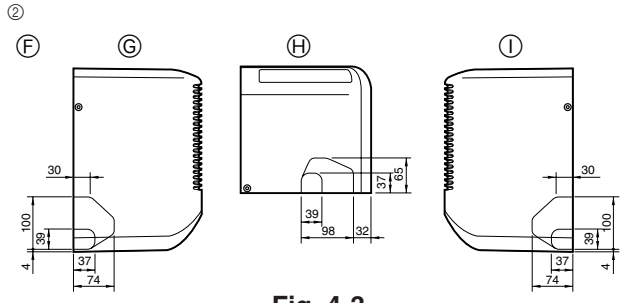

Fig. 4-3
② Festlegung der Position der Ausbrechöffnungen am Gerätekörper (Fig. 4-3)